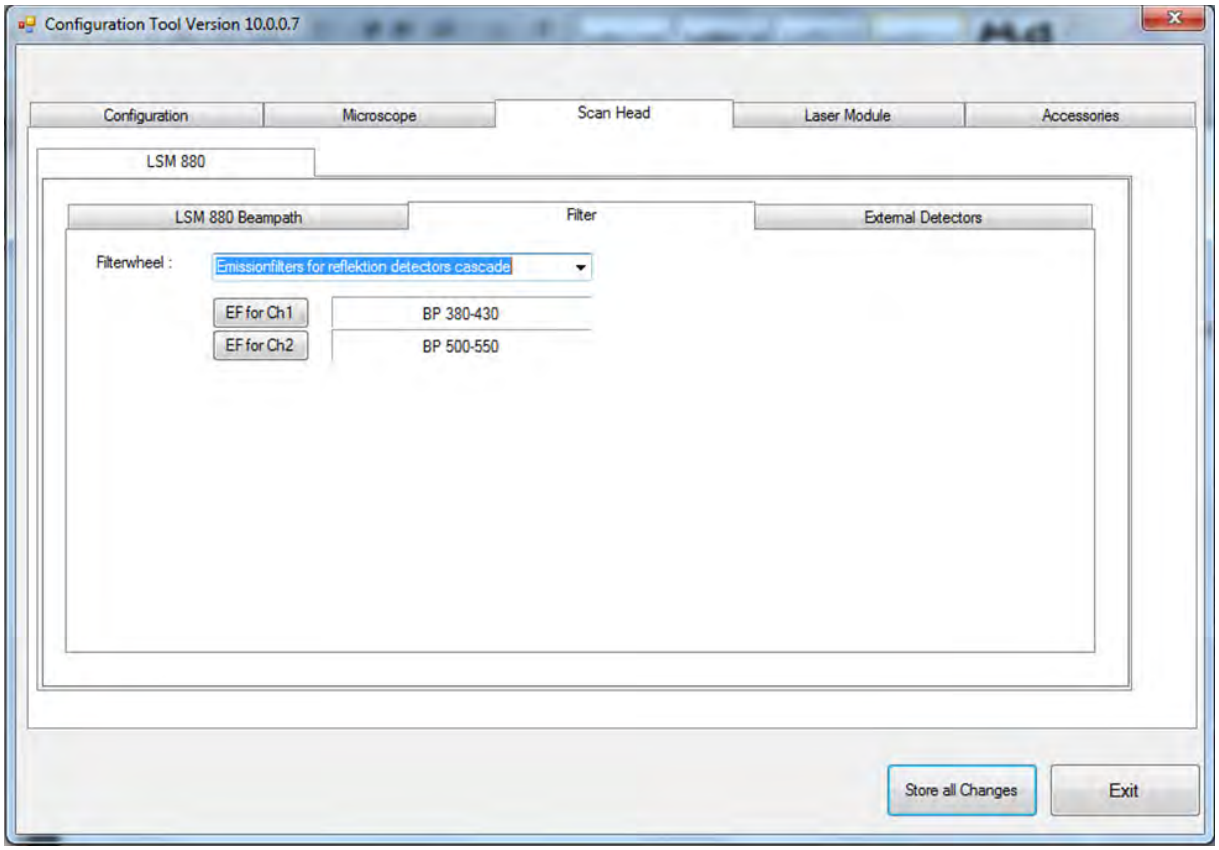

Fig. 12 Configuration Tool with tabs seleceted for access to filter settings
- Within the appearing window (Fig. 12) choose the tabs **Scan Head**, **LSM 880**, **Filter**.
After selecting the "Filterwheel", the current filters are indicated each with a button next to it referring to the detection channel it is effective for (Fig. 12).